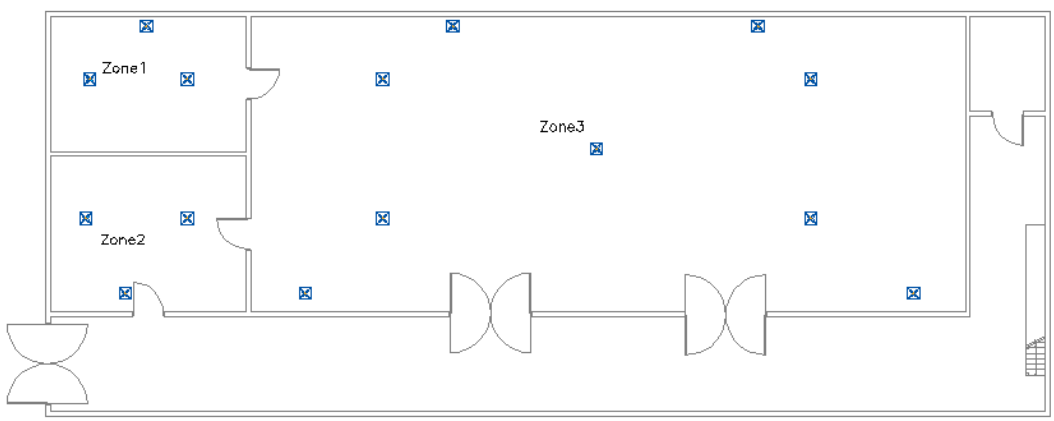

Figure 4-24 *The drawing after adding diffusers*
3. Select the part with 150mm neck from the drop-down list, set the value of elevation as **4500**, and install the diffusers according to the air flow requirements in the zones, refer to Figure 4-24.